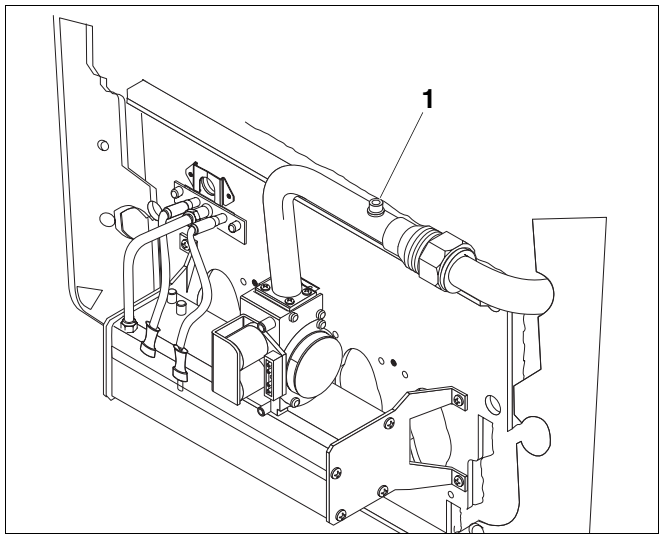

Rys. 25 Palnik gazowy
- Odpowietrzyć przewód doprowadzający gaz na złączce kontrolnej (rys. 25, **poz. 1**).